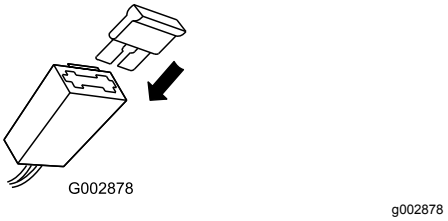

Figur 41
2. Byt säkringen i hållaren (Figur 41).